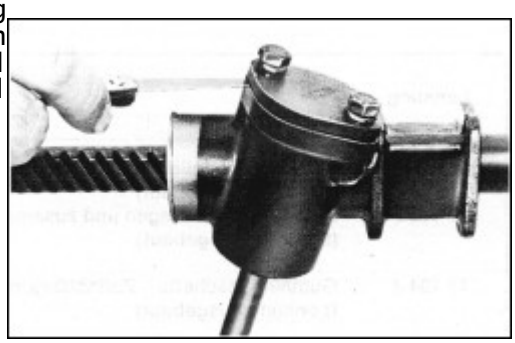

Abb. 2 Spaltmaß messen (Dichtung nicht montiert)
5. Spaltmaß zwischen Ritzellagergehäuse und Deckel messen, Abb.2.